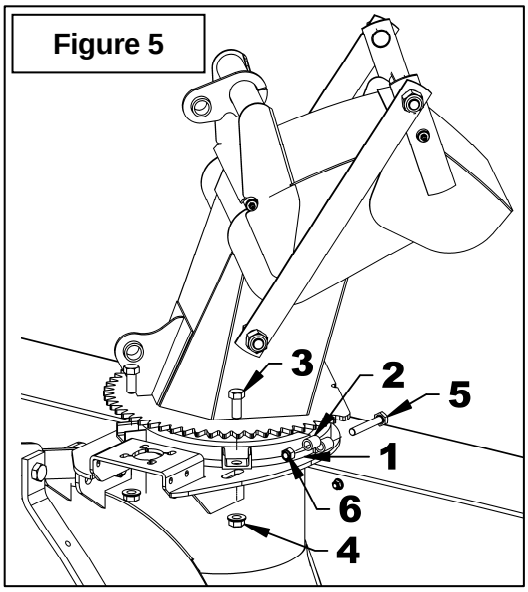

Figure 5
4. **Figure 5:** Install the retaining plate (item 2) on the snowblower by bending each bushing end (item 1) inside the retaining plate. Align the vertical holes of the retaining plate (item 2) with the oblong holes of the snowblower. Secure in place with the two 5/8" x 1 1/2" bolts (item 3) and 5/8" serrated flange nuts (item 4) previously removed. Do not tighten.
5. **Figure 5:** Insert two 1/2" x 3 1/4" bolts (item 5) to join together the two retaining plates. Bring the two retaining plates closer. When enough threads of the 1/2" x 3 1/4" bolts (item 5) exceed the holes, screw in the 5/8" x 1 1/2" bolts (item 3) slightly. When the bolt ends (item 5) exceed sufficiently, secure with two 1/2" nylon insert nuts (item 6) until the two retaining plates are approximately 1/4" apart.
6. **Figure 5:** Tighten the 1/2" x 3 1/4" bolts (item 5) to reduce the gap between the retaining plates until chute turns with a slight resistance.
7. **Figure 5:** Tighten the two 5/8" x 1 1/2" bolts (item 3) according to the ***"Torque Specification Table"*** at the end of the manual.